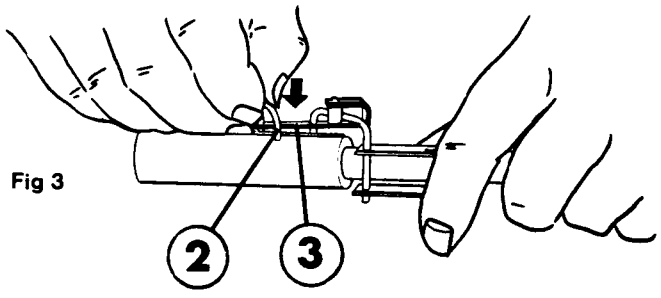

Fig 3
c) Place the valve (2) in the wide slot so that the stud comes out on the opposite side, at the same time push the bent stud into the hole in the link (3). Fig. 3.